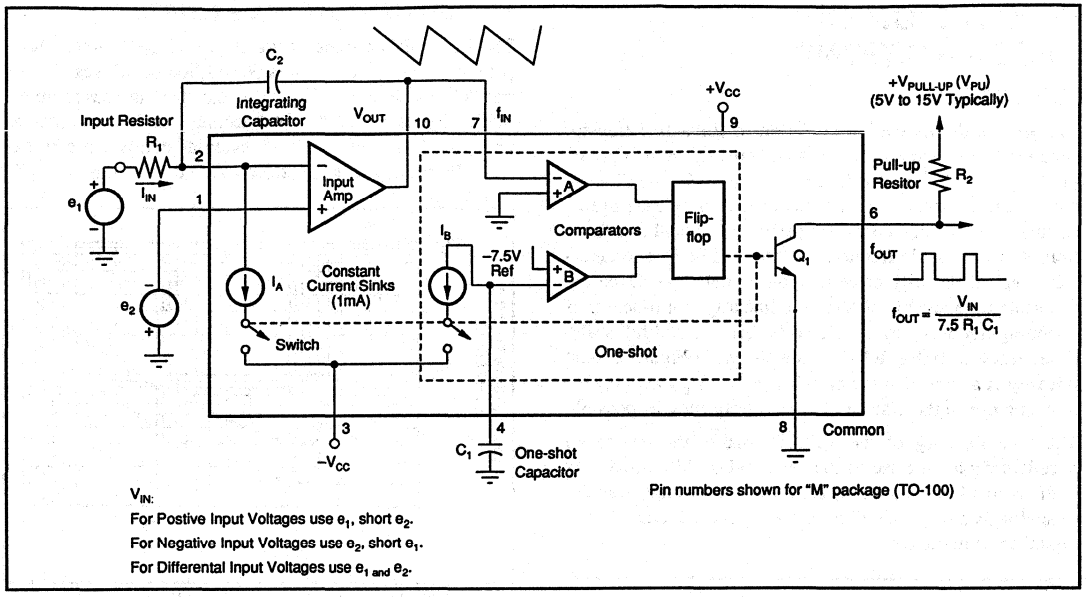
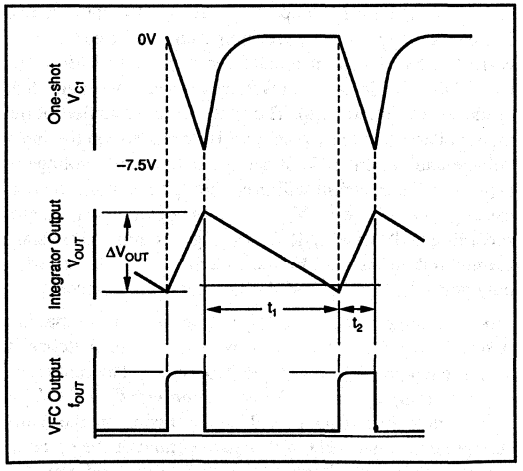

FIGURE 4. Functional Block Diagram of the VFC320.
FIGURE 5. Integrator and VFC Output Timing.
The VFC320 monolithic voltage-to-frequency converter provides a digital pulse train output whose repetition rate is directly proportional to the analog input voltage. The circuit shown in Figure 4 is composed of an input amplifier, two comparators and a flip-flop (forming a on-shot), two switched current sinks, and an open collector output transistor stage. Essentially the input amplifier acts as an integrator that produces a two-part ramp. The first part is a function of the input voltage, and the second part is dependent on the input voltage and current sink. When a positive input voltage is applied at V_{IN}, a current will flow through the input resistor, causing the voltage at V_{OUT} to ramp down toward zero, according to $dV/dt = V_{IN}/R_1C_1$. During this time the constant current sink is disabled by the switch. Note, this period is only dependent on V_{IN} and the integrating components.
The transfer function for the VFC320 is derived for the circuit shown in Figure 4. Detailed waveforms are shown in Figure 5.
In general, the design sequence consists of: (1) choosing f_{MAX}, (2) choosing the duty cycle at full scale ($D_{FS} = 0.25$ typically), (3) determining the input resistor, R_1 (Figure 4), (4) calculating the one-shot capacitor, C_1, (5) selecting the integrator capacitor C_2, and (6) selecting the output pull-up resistor, R_2.